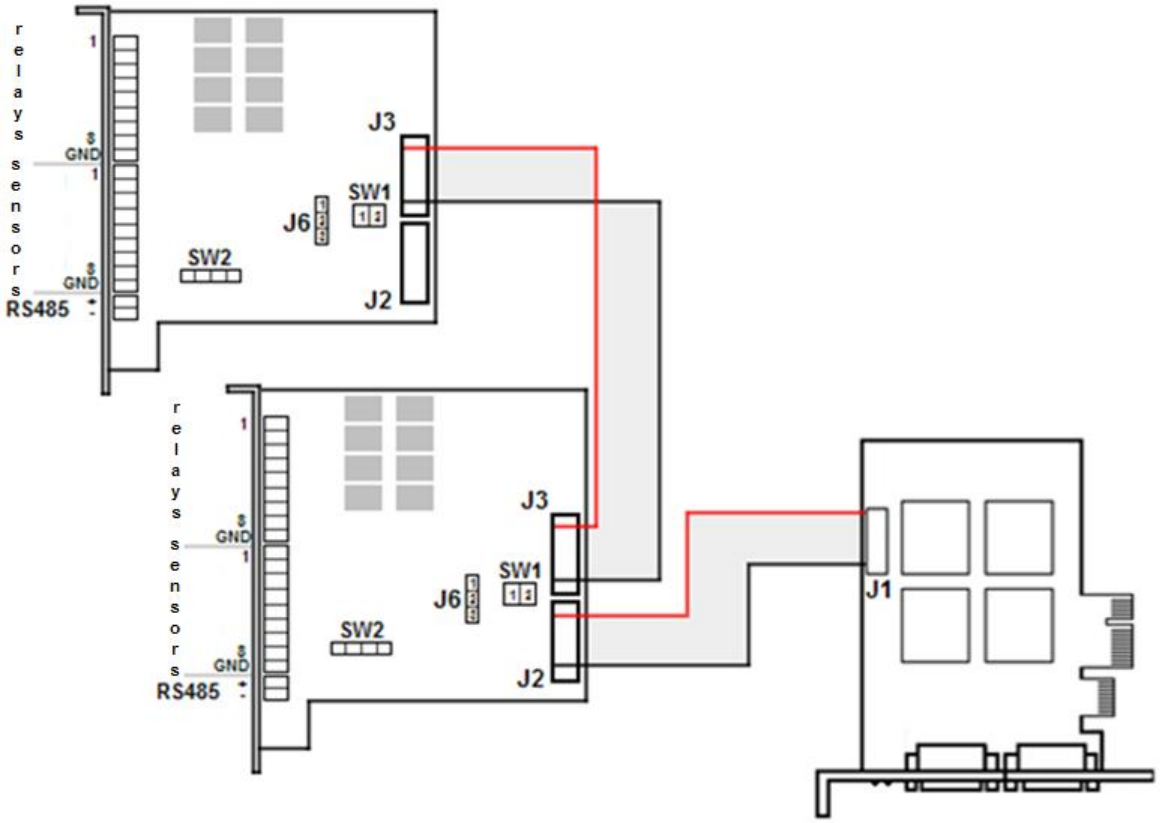

Figure 2.4—20 Connection of DI/DO card to Stretch VRC6416 card
4. Connect the DI/DO card to the vodeo capture card with the help of a loop included in the distribution kit. The loop is connected to the J1 and J2 pins (see Figure 2.4—20 and *Appendix 5. Video capture cards pins* section).
5. If it is necessary connect one more DI/DO card. Connect the loop to the J3 pin on the first and second DI/DO card (Figure 2.4—20).
7. Connect DI and DO in accordance with the pinout of external pin of the DI/DO card (Figure 2.4—20).